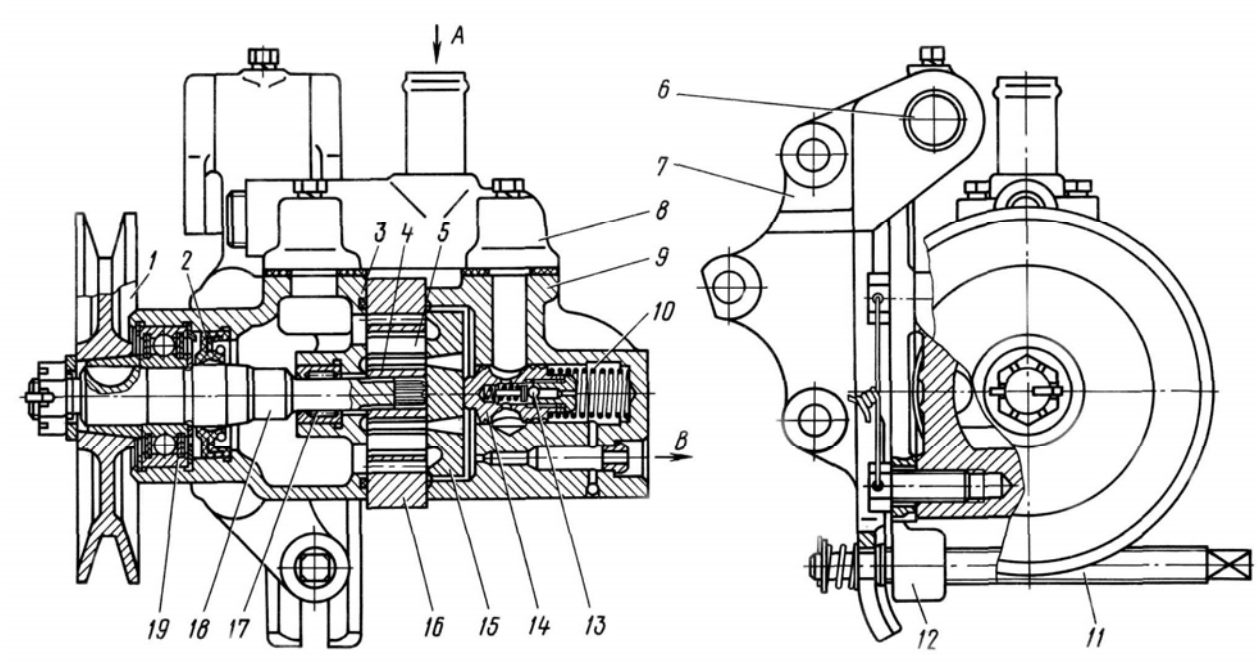

Рис.75. Насос гидроусилителя:
Насос гидроусилителя (рис.75) лопастного типа, двойного действия (за один оборот вала насоса совершается два полных цикла всасывания и два нагнетания).
1. Выверните болты крепления коллектора 8 (см. рис.75) насоса, снимите коллектор и прокладки.
1. Запрессуйте в гнездо корпуса 3 (см. рис.75) насоса игольчатый подшипник 17 до упора и манжету 2.